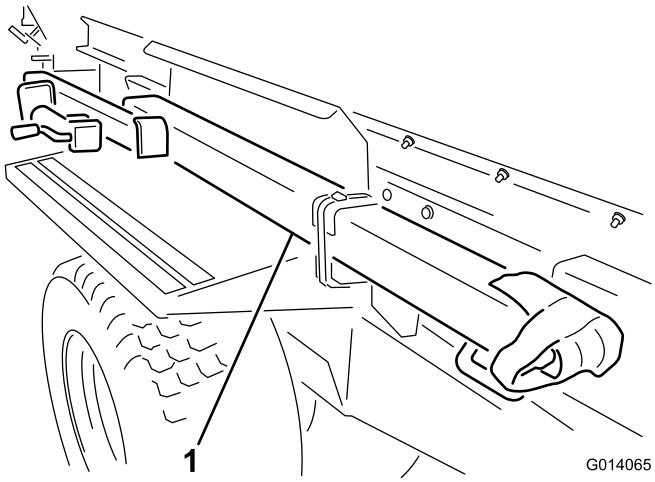

Figur 3
3. Flyt bugsertrækket fra leveringspositionen ved at overskære begge stropperne, der fastgør det til skærmen (Figur 3). Afmonter begge monteringsbeslag fra skærmen, og kasser dem.